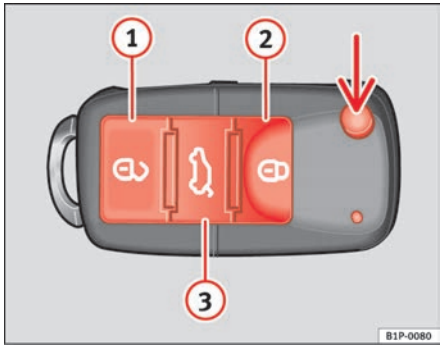

Fig. 63 Assignment of buttons on the remote control key
Using the button ⇒ fig. 63 (arrow) on the control, the key shaft is released.
Unlocking the vehicle ⇒ fig. 63 (1).
Locking the vehicle ⇒ fig. 63 (2)
Unlocking the tailgate. Press the button ⇒ fig. 63 (3) until all indicators on the vehicle briefly flash. When the unlocking button (3) is pressed, you have 2 minutes to open the door. Once this time has passed, it will lock once more.
Also, the battery indicator on the key ⇒ fig. 63, will flash.
When the button ⇒ fig. 63 (1), is pressed once, the driver's door is unlocked, all others remain locked.
Press the button ⇒ fig. 63 (1) twice to unlock all doors.
– Press the 🔓 ⇒ page 100, fig. 63 button on the remote control.